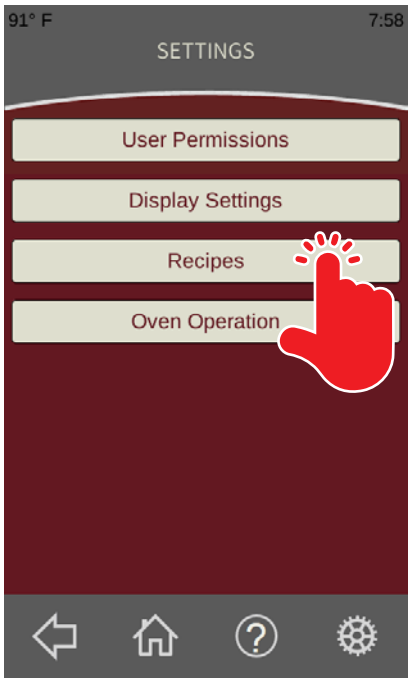

Fig. 60
1. From the ***Settings Screen*** (Fig. 60) touch the Recipes button (Fig. 60). The ***Recipes Settings Screen*** should be displayed.